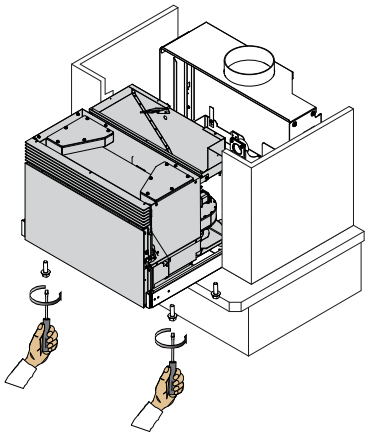

fig. 6.1.11
11) Remonter les boulons de fixation précédemment retirés sur le point 6.1.5 (Fig. 6.1.11)